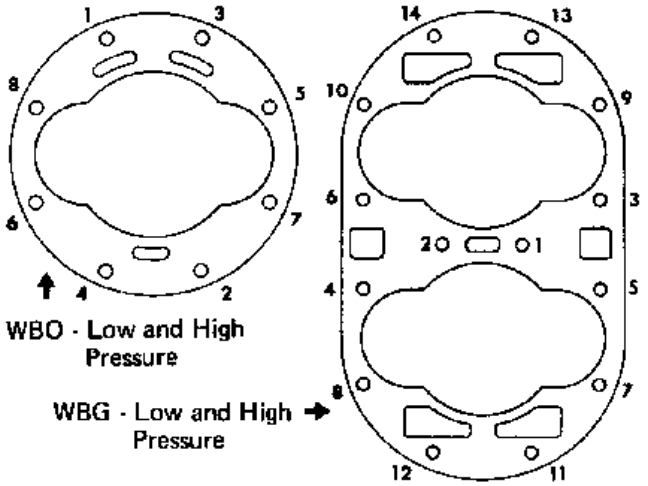

Fig. 23 - Cylinder Head Tightening Sequence
11. Install the intercooler, then tighten the intercooler, cylinder head, and cylinder mounting bolts as explained in Step 6. Tighten cylinder head bolts to 163-176 N-m (120-130 ft-lbs) following the pattern in Fig. 23.